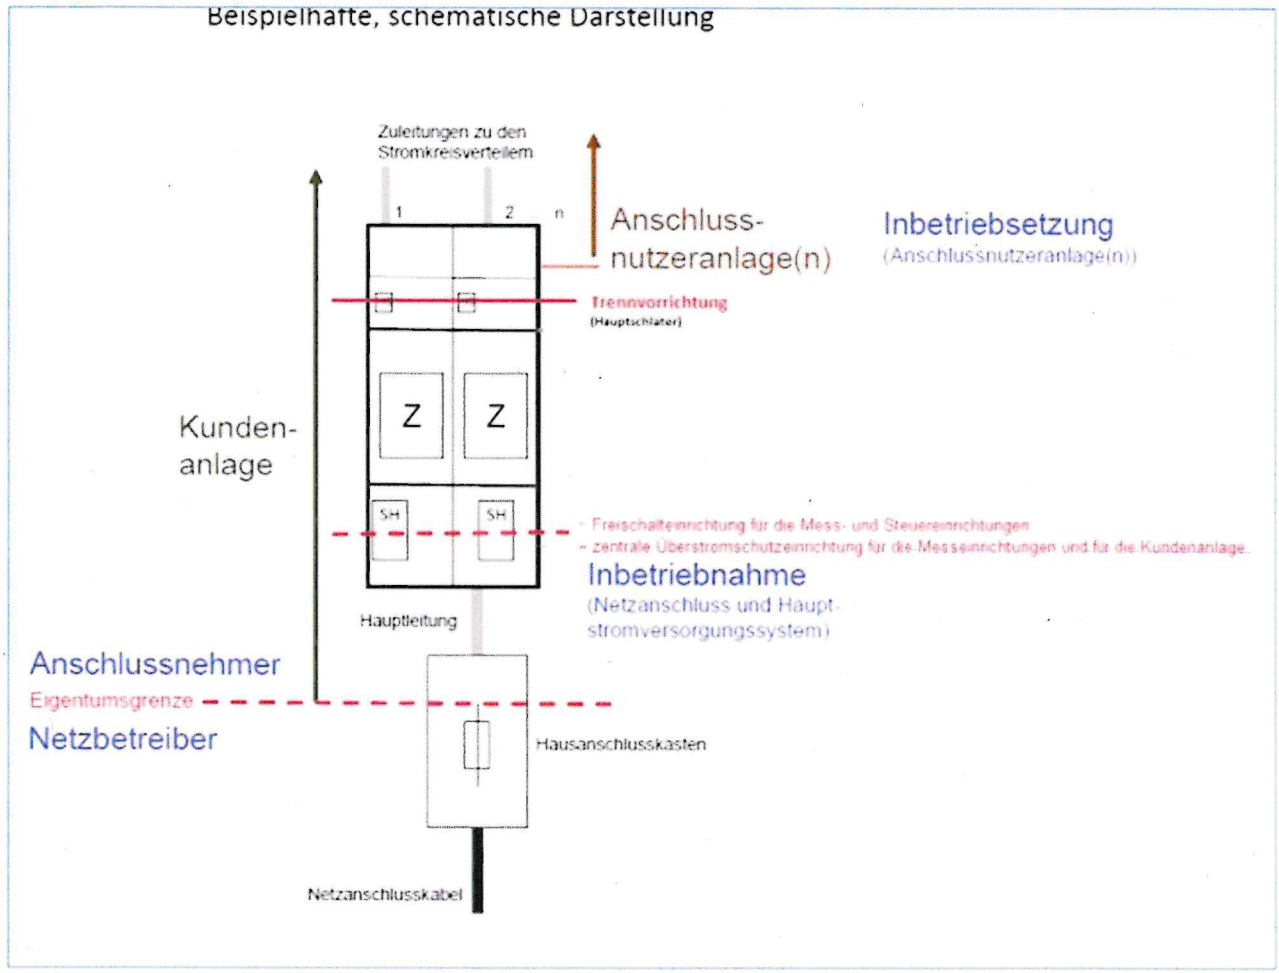

Abbildung 2: schematische Darstellung der Begriffe Inbetriebnahme / Inbetriebsetzung sowie Kundenanlage / Anschlussnutzeranlage
(4) Die Trennvorrichtung nach § 14 NAV ist gemäß Abb. 2 anzuordnen. Für Direktmessungen sind die Vorgaben in Kapitel 7.5 der VDE-AR-N 4100 für die technische Ausführung und Funktionalitäten der Trennvorrichtung umzusetzen.